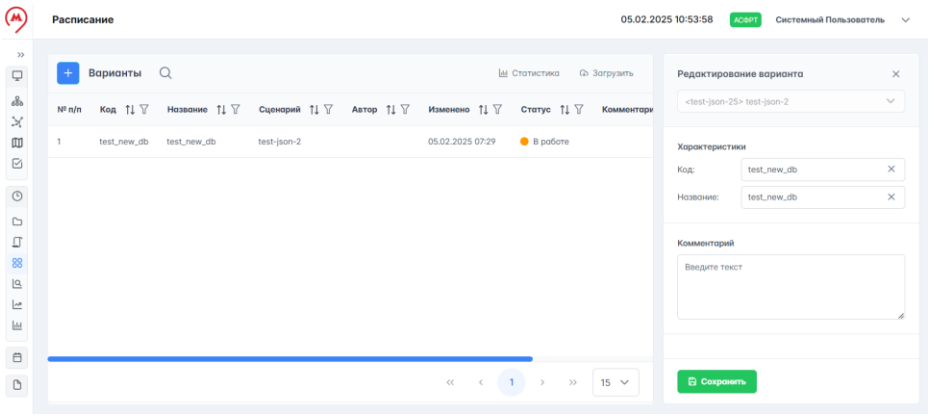

Рисунок 216 – Редактирование варианта
1. В таблице данных в столбце "Опции" нажать на , справа откроется окно редактирования варианта (рисунок 216).